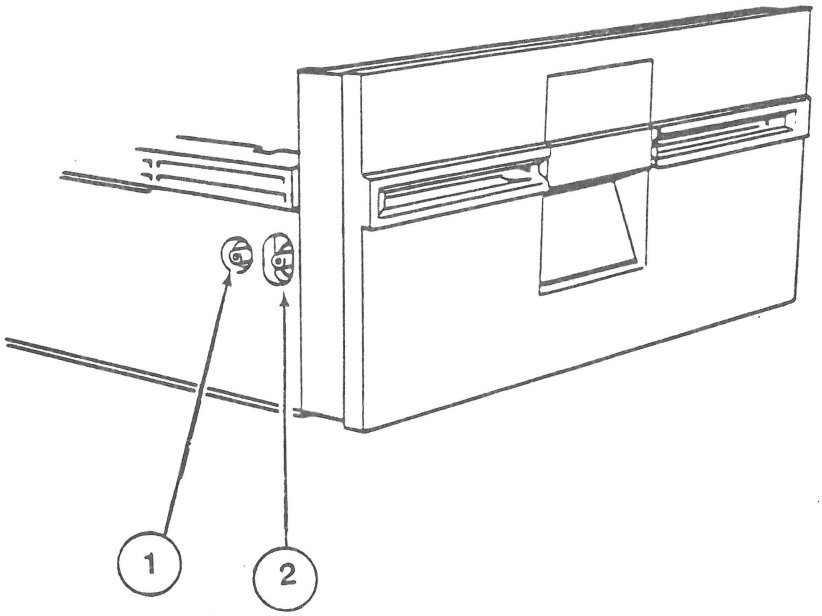

FIGURE 2
3. Note the two setscrews holding the write-protect switch in place (Figure 2, #1 & 2). The switch is located on the front left side of the drive as you face the drive door. The far setscrew (Figure 2, #1) forms a pivot for the switch; the near setscrew (Figure 2, #2) sets the switch position.
5. Loosen the rear setscrew. Then loosen the front setscrew (Figure 2, #2), raise up on it until the switch disables, and tighten the setscrew.
6. Tighten the rear setscrew (Figure 2, #1).